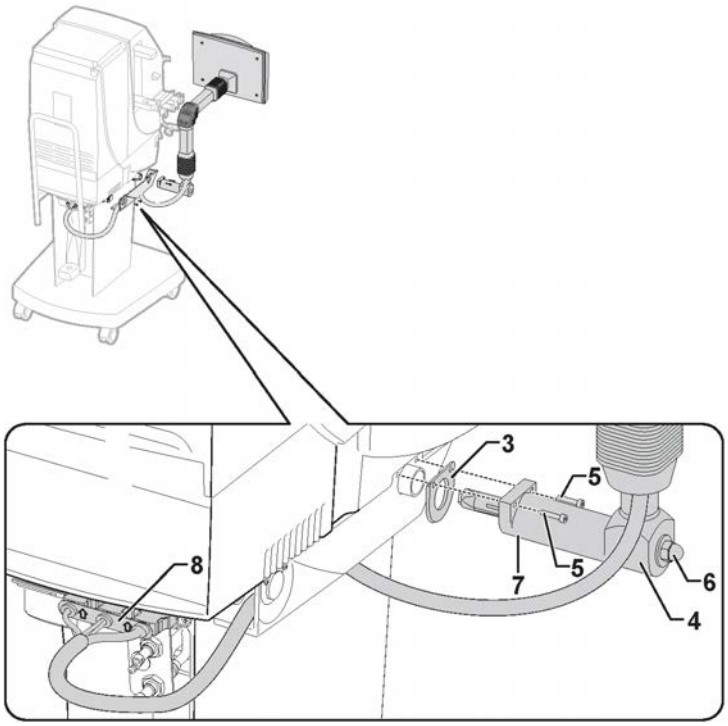

Figure 2-18. Installation process - RP 98
4) Fasten the plate (3) and the RP 98 arm (4) to the AK 98 dialysis machine with the attached screws, 100388425, (5) according to Figure 2-18 “Installation process - RP 98” on page 32. (Allen key).
5) Tighten the cap nut (6) according to Figure 2-18 “Installation process - RP 98” on page 32.
6) Tighten the stop screw (7) located underneath the holder arm according to Figure 2-18 “Installation process - RP 98” on page 32. (Allen key).
7) Connect the RP 98 cable (8) to the connectors (on the rear plate of the AK 98 dialysis machine) according to Figure 2-18 “Installation process - RP 98” on page 32.